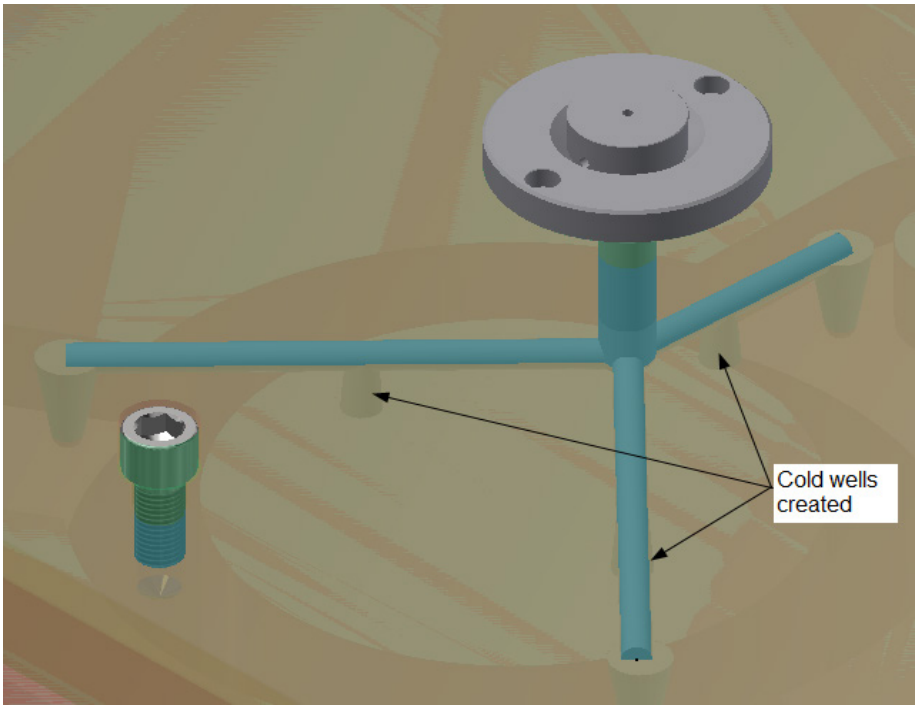

Figure 19-94 *The cold well created*
3. Similarly, create more cold wells on each runner, refer to Figure 19-94.